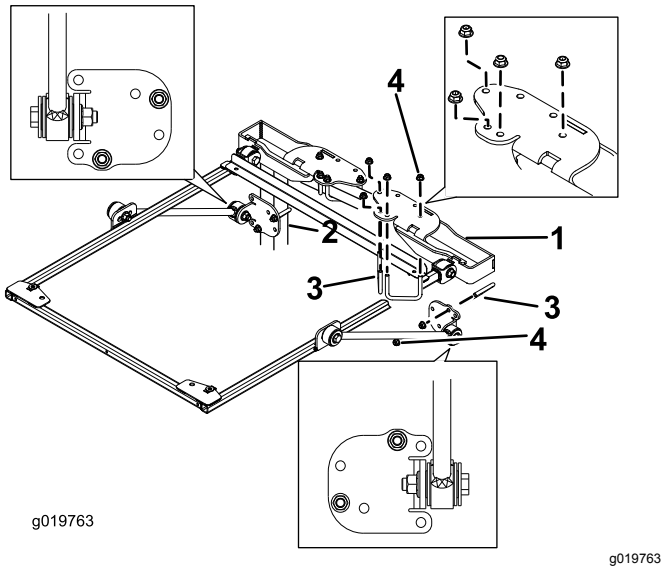

Figur 9
9. Anbring styrtbøjlens monteringsbeslag på toppen af traktionsenhedens styrtbøjle (Figur 9).
10. Brug de monteringshuller, der er vist i Figur 9, og fastgør hvert af styrtbøjlens monteringsbeslag til toppen af styrtbøjlen med 2 bøjleskruer (2-3/4 tommer) og 4 flangemøtrikker.
11. Brug de monteringshuller, der er vist i Figur 9, og fastgør løst hvert af afstiverbeslagene til styrtbøjlestiverne med en bøjleskrue (2-3/4 tommer) og 2 flangemøtrikker.